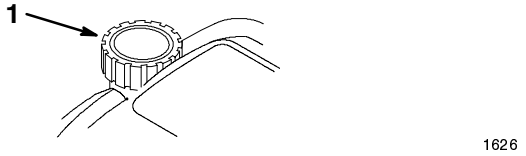

**Figure 43**
7. Fill the fuel tank (Fig. 43) with fresh, clean gasoline.